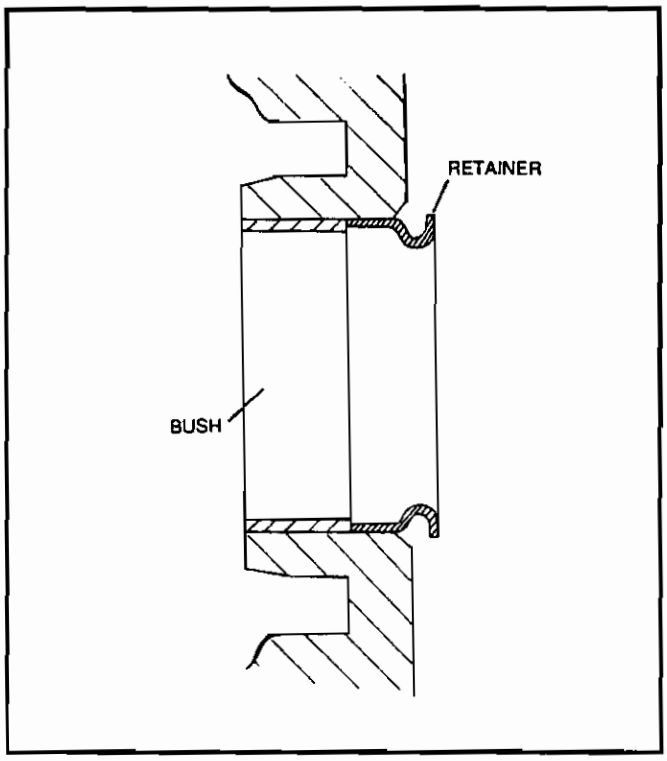

Figure 19.
6. Place a new retainer in the mouth of the housing and carefully tap it in until it abuts the bushing (Figure 19).